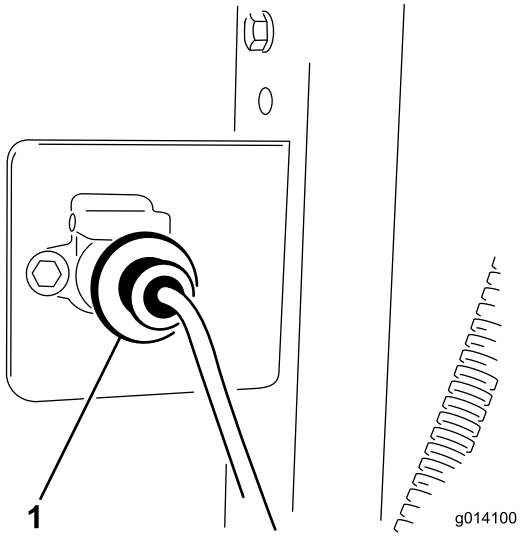

**Rysunek 10**
3. Zamocuj gniazdo wiązki przewodów do wspornika za pomocą 2 śrub 1/4 x 1 cal i nakrętek (Rysunek 10).
5. Podłącz wiązkę przewodów stacji bazowej do wiązki przewodów pojazdu holowniczego (Rysunek 10). Złącze znajduje się pomiędzy przewodami hydraulicznymi podłączonymi do pojazdu holowniczego.